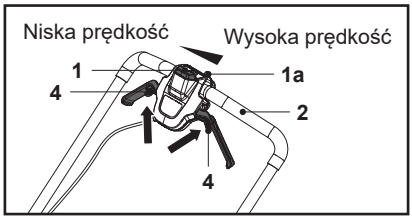

Rys. 17
2. Pociągnąć dźwignie napędu (4) w stronę uchwytu (2) i przytrzymać je w tym położeniu, aby załączyć tylne koła (11) (rys. 17).
4. Zwolnić dźwignie napędu (4), aby rozłączyć napęd tylnych kół (11).